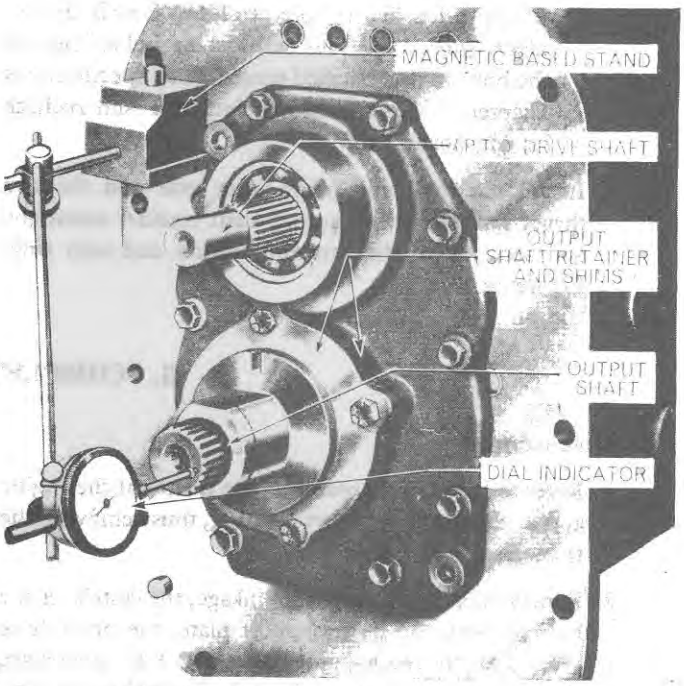

Figure 75
c. Using a standard dial indicator, calibrated in 0·001 in. or 0·01 mm divisions, Figure 75, set the indicator plunger against the end face of the output shaft. Move the shaft in and out, noting the end-float reading on the indicator.
NOTE: ***There is no sealing plug in the High/Low bottom shift rail bore because the rear support plate and gasket act as a seal, Figure 75.***